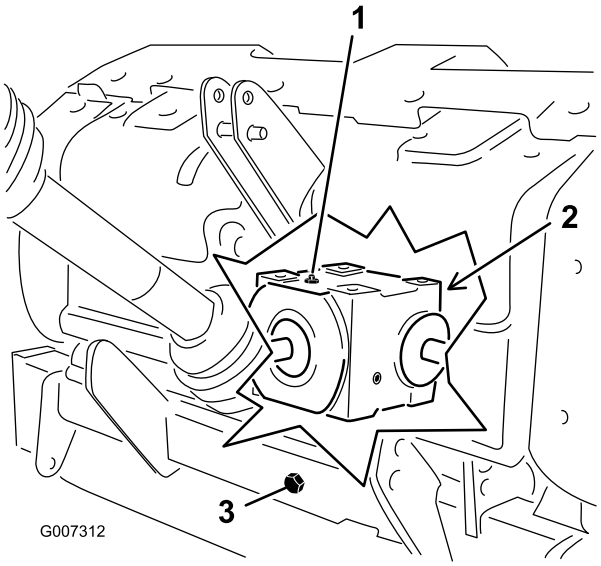

Figur 27
2. Ta kontrollpluggen ut av girkassen (Figur 27).
3. Kontroller at oljen når opp til bunnen av girkassens kontrollplugghull (Figur 27).
1. Fjern rusk fra fyllepluggen, og tøm pluggen for å unngå forurensing (Figur 27).